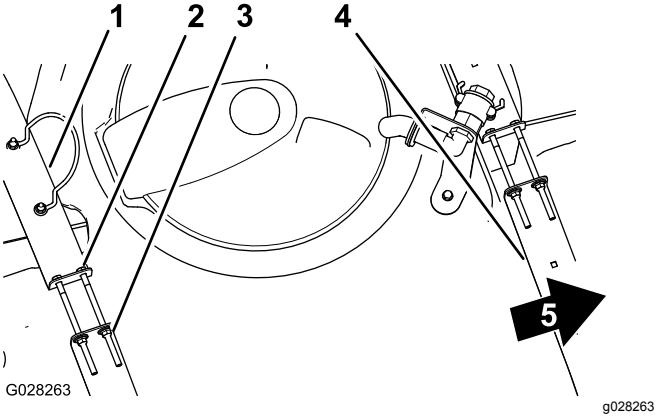

Figur 17
2. Kontrollera om det finns något spel mellan tankremmarna och tanken (Figur 17).
3. Om tankremmarna sitter löst mot tanken drar du åt flänslåsmuttrarna och skruvarna upptill på remmarna tills remmarna sitter tätt mot tanken (Figur 17).